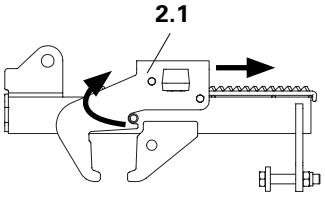

Fig. A4.01
1. Détacher la clavette et décrocher la pièce coulissante (2.1). (Fig. A4.01)